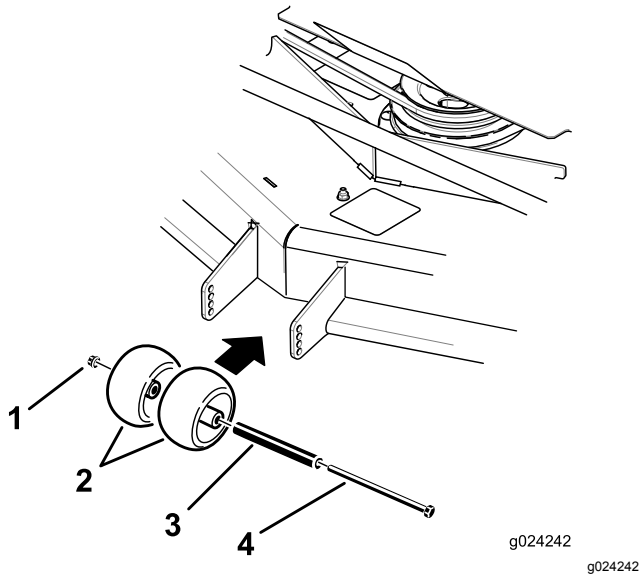
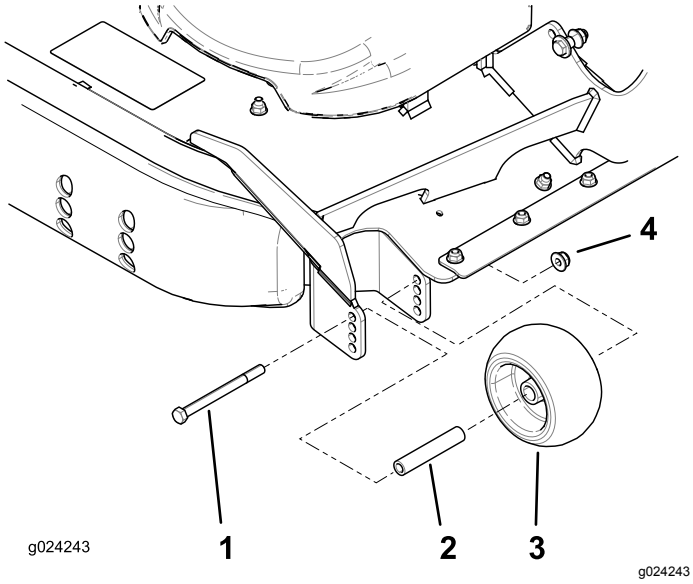

Figur 35
Figur 36
3. Juster antiskalperingsvalsene som vist i Figur 35, og Figur 36.